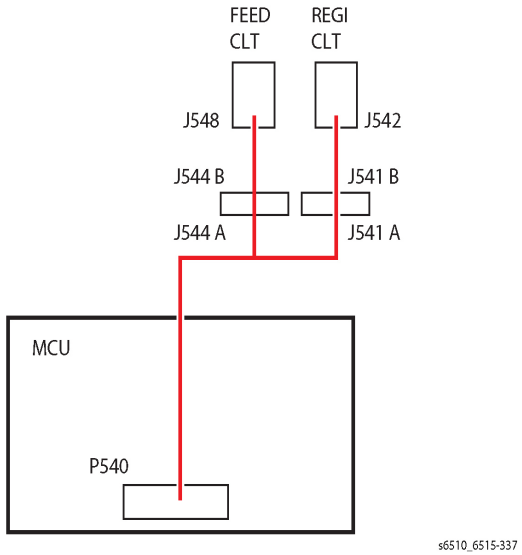

Figure 2
- Check the connection between the Feed Clutch and the MCU Board and verify P/J540, P/J544, and P/J548 are fully seated. (Refer to Figure 2).